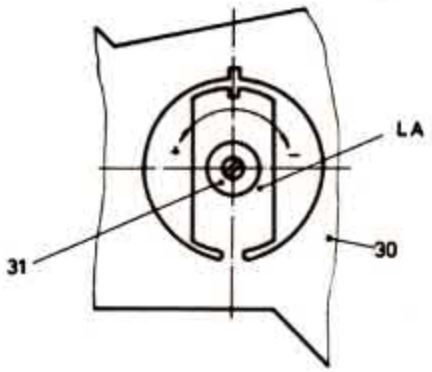

Abb. 5
Das Axialspiel der Tonwelle muß 0,05 bis 0,1 mm betragen und wird mit dem Gewindestift im Stehlager (31) (siehe Abb. 5) eingestellt. Am Laufwerk wird die Funktion „Wiedergabe" eingeschaltet und die Stromaufnahme gemessen, wobei das Axialspiel zunächst groß sein muß. Der Gewindestift ist soweit hineinzudrehen, bis eine merkliche Stromzunahme zu verzeichnen ist. Danach ist der Gewindestift bis zum Erreichen des ursprünglichen Stromwertes zurückzudrehen. Mit einer weiteren Rückdrehung um ca. 1/4 Umdrehung wird das geforderte Axialspiel erreicht.
b Wurde hingegen der Hebel (48), der Stehwinkel (30) oder das Stehlager (31) ausgetauscht, der A/W-Kopf jedoch in seiner ursprünglichen Stellung belassen, erfolgt die Einstellung des stabilen Bandlaufes durch Verbiegen der Lasche LA (Abb. 5) im Stehlagerwinkel (30).